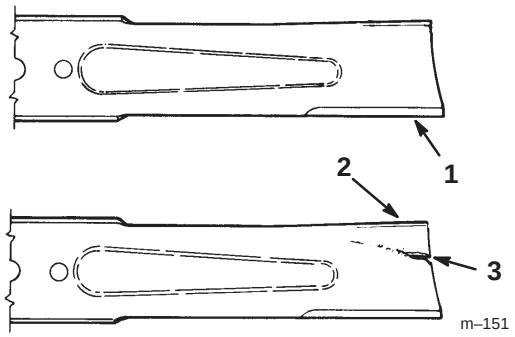

Figure 19
1. Inspect the cutting edges (Fig 19). If the edges are not sharp or have nicks, remove and sharpen the blades. Refer to Sharpening the Blades, page 26.
2. Inspect the blades, especially the curved area (Fig. 19). If you notice any damage, wear, or a slot forming in this area (item 3 in Fig. 19), immediately install a new blade.